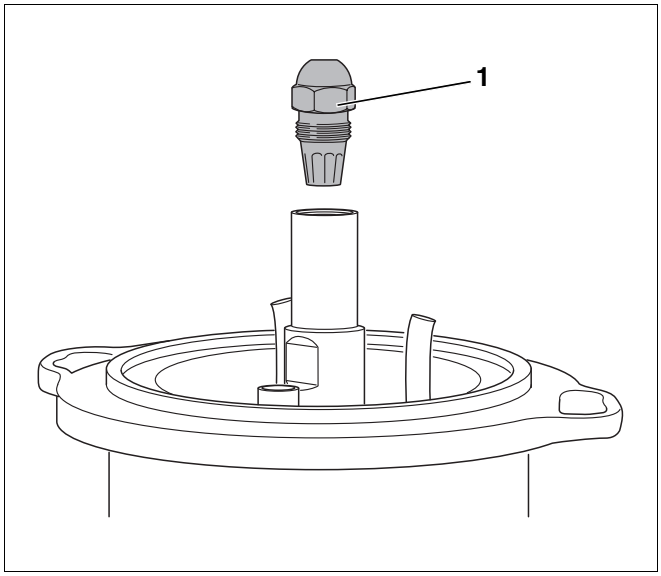

Fig. 28 Smontare l'ugello
- Svitare l'ugello (fig. 28, **pos. 1**) con due chiavi per bulloni da 16 e da 19.